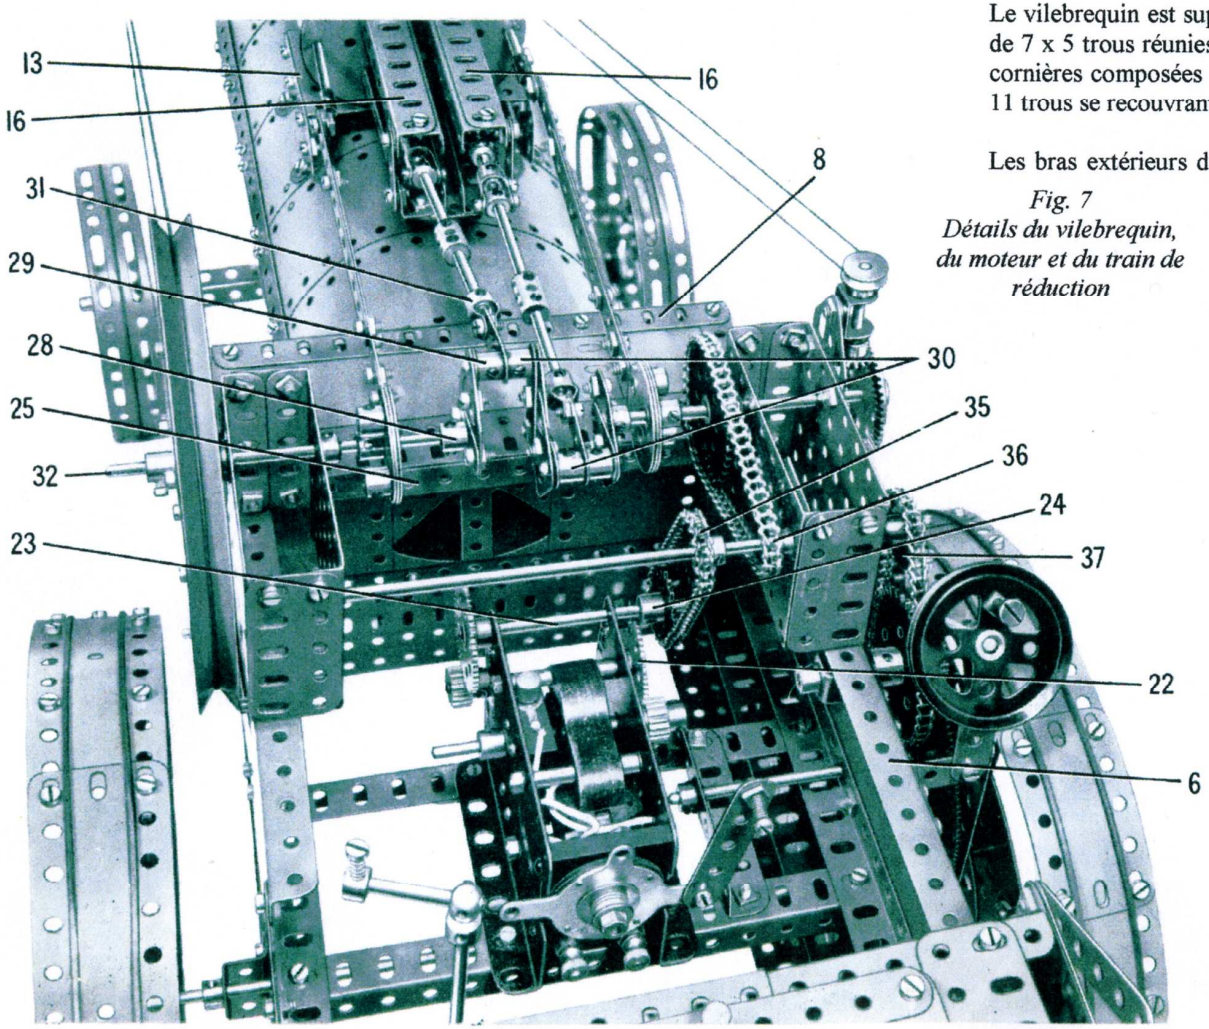
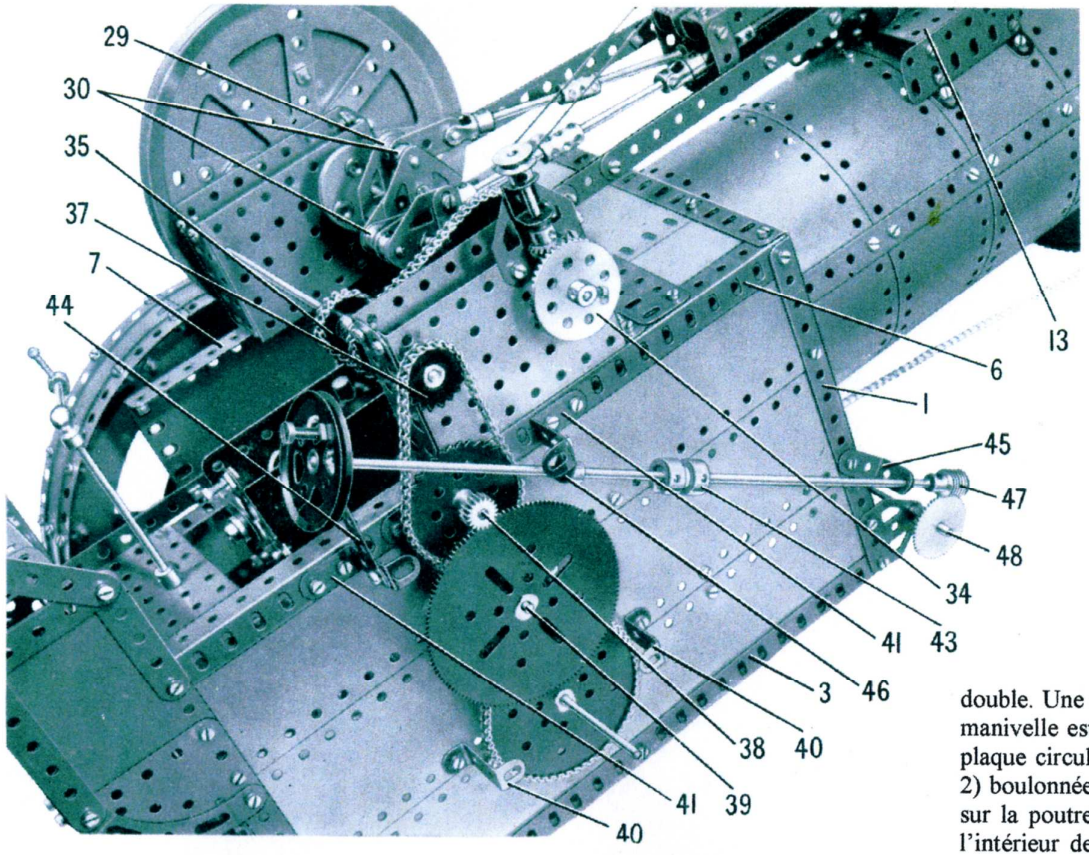

Fig. 7
Fig. 8 Le côté droit du tracteur avec la roue arrière enlevée pour montrer l'entraînement de l'essieu arrière
Un pignon de 19 dents sur l'arbre du moteur entraîne une roue dentée de 57 dents (22) (Fig. 7) fixée sur une tringle de 6 cm. Cette tringle porte également un pignon de 19 dents qui engrène avec une roue dentée de 57 dents fixée sur une tringle de 7,5 cm (23). Une roue de chaîne de 18 dents (24) est également fixée sur la tringle.
Le vilebrequin est supporté par deux paliers, consistant chacun de deux plaques à rebords de 7 x 5 trous réunies par des poutrelles plates de 5 trous. Les paliers sont fixés sur deux cornières composées (25) (Fig. 7) et (26) (Fig. 6), formées chacune de deux cornières de 11 trous se recouvrant sur 7 trous.
Les bras extérieurs du vilebrequin sont constitués chacun d'une embase triangulée plate munie d'un bras de manivelle double (28) et d'un bras de manivelle (29). Les bras intérieurs sont formés de deux embases triangulées plates boulonnées ensemble à angle droit, les boulons maintenant également des bras de manivelle (30) (Fig. 7). Les bras du vilebrequin sont réunis par des tringles de 2,5 cm fixées dans les bras de manivelle (29) et (30), et chaque tringle porte une bande de 3 trous boulonnée à une chape d'articulation de 2 mm (31). Les bras du vilebrequin sont fixés d'un côté à une tringle de 11,5 cm (32) (Fig. 6), et de l'autre côté à une tringle de 10 cm (33). Un excentrique à trois courses est fixé sur chaque tringle, et ces excentriques sont reliés aux raccords tringle et bande (20) (Fig. 3) sur les tiges de tiroirs par une bande composée de 14 trous. Les chapes d'articulation (31) (Fig. 6) sont reliées aux accouplements à cardan des tiges de piston par des tringles composées, formées d'une tringle de 5 cm et d'une tringle de 6 cm réunies par un accouplement.
L'entraînement du vilebrequin se fait à partir de la roue de chaîne (24) (Fig. 7), reliée par chaîne à roue de chaîne de 18 dents (35). Celle-ci est fixée sur une tringle de 20 cm, qui porte également une roue de chaîne de 14 dents (36) et une roue de chaîne de 18
L'entraînement de l'essieu arrière (Figs. 7 et 8)
La roue de chaîne (37) (Fig. 7) est reliée par chaîne à une roue de chaîne de 36 dents fixée sur une tringle de 5 cm (38). Cette tringle passe dans le côté de la caisse et dans un cavalier boulonné à l'intérieur de la cornière (6), et elle est tenue en place par une bague d'arrêt. Un pignon de 19 dents est fixé sur la tringle (38) et engrène avec une roue dentée de 133 dents sur une tringle de 9 cm (39), qui passe dans le côté de la caisse et dans une cornière de 5 trous boulonnée sur les cornières (21) (Fig. 4). La tringle (39) porte, entre la roue de 133 dents et le côté de la caisse, une roue de chaîne de 14 dents reliée par chaîne à une roue de chaîne de 56 dents fixée sur l'essieu arrière. Un capot de protection du train d'engrenages est constitué par une plaque sans rebord de 11 x 7 trous boulonnée sur des équerres renversées de 25 mm (40) (Fig. 8) et sur des équerres fixées sur des équerres de 25 x 25 mm (41).
La colonne de direction est une tringle composée formée de deux tringles de 16,5 cm, munies chacune d'une bague d'arrêt à une extrémité. Les bagues d'arrêt sont maintenues dans un accouplement jumelé à douille (43) (Fig. 8), et la colonne complète est montée dans une bande de 5 trous (44), une équerre de 25 x 25 mm (45) et une équerre à 135 degrés (46). La colonne porte à son extrémité inférieure une vis sans fin (47) en prise avec une roue dentée de 50 dents fixée sur une tringle composée (48), formée de deux tringles de 11,5 cm réunies par un accouplement. Cette tringle passe dans deux embases triangulées plates boulonnées sur les côtés de la caisse, et elle porte un tambour formé de deux manchons, muni chacun à l'intérieur d'un support de cheminée de part et d'autre de l'accouplement. Une roue à boudin de 19 mm est coincée à chaque extrémité du tambour et fixée sur la tringle (48). Une longueur de chaîne sans fin est enroulée plusieurs fois sur le